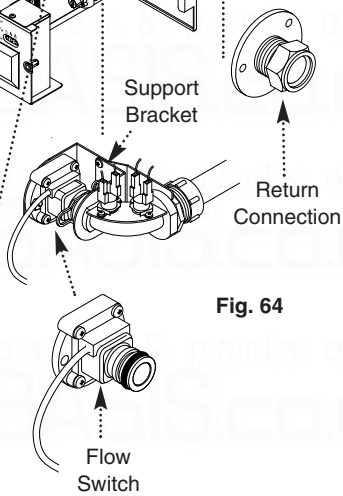

Fig. 64
3. Undo the screws on the support bracket. Remove the screws securing the flow switch and return connections and remove the connections (Fig. 64).